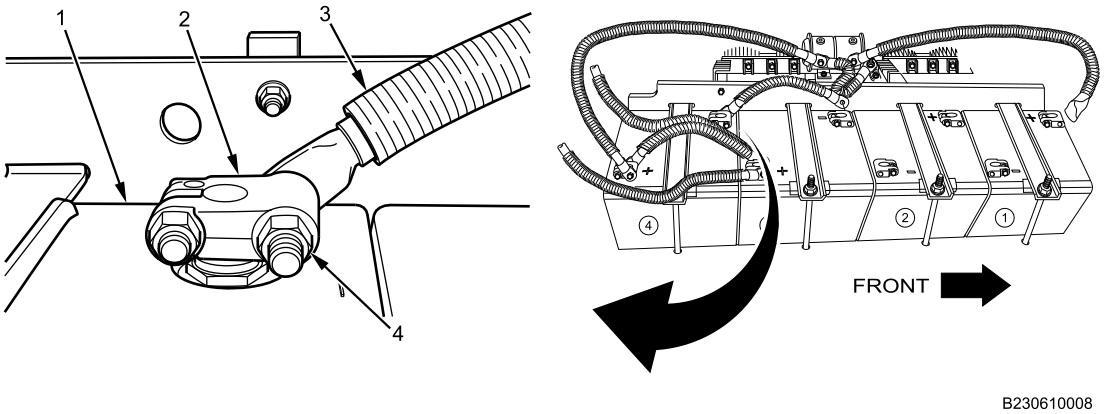

Figure 8. Battery 4 Negative Connections.
7. Install terminal bolt and battery 3 ground-to-battery 4 ground jumper cable (Figure 8, Item 2) on battery 4 negative stud adapter clamp (Figure 8, Item 2).
8. Install nut (Figure 8, Item 4) on terminal bolt on negative stud adapter clamp (Figure 8, Item 2) of battery 4 (Figure 8, Item 1) and tighten securely.